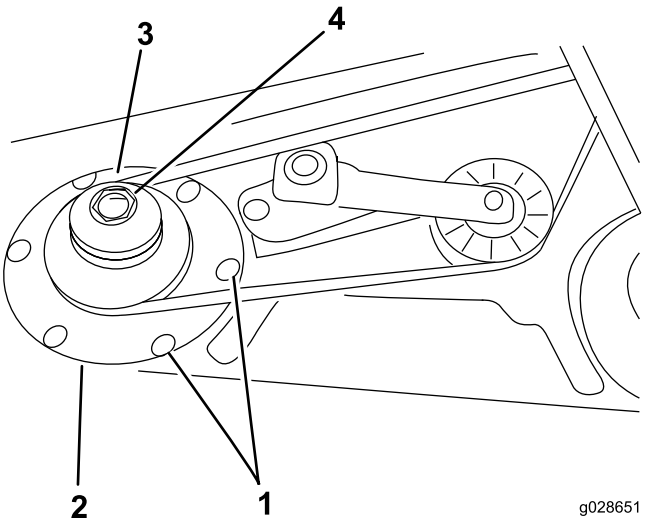

Figur 4
4. Fjern remmen fra den høyre spindelskiven (Figur 4).
5. Fjern de seks låseboltene og seks flensmutterne som fester spindelhusenheten og støtteringen til klippeenheten (Figur 4). Ta vare på alle delene som fjernes.
9. Skyv den nye doble spindelskiven på spindelakselen (Figur 4).